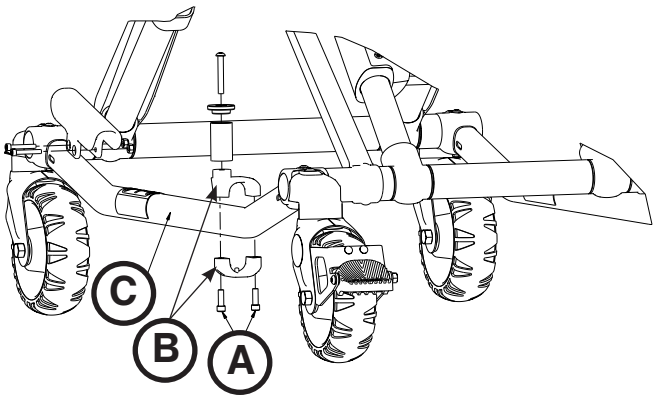

Figura 71
1. Con un destornillador Torx T30, extraiga los dos tornillos de cabeza hueca (A) que sujetan los soportes del pasador (B) a la estructura de la base (C) (Figura 71). Guarde ambos tornillos para cuando tenga que instalarlos de nuevo.